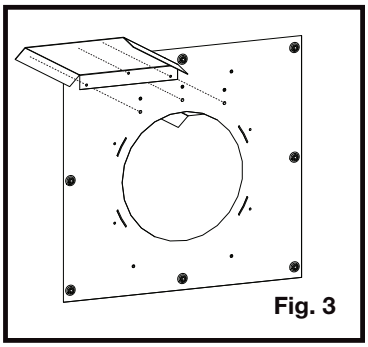

Fig. 3
3. Install the other vent shield on the opposite side of the firestop spacer **(Fig. 3)**.